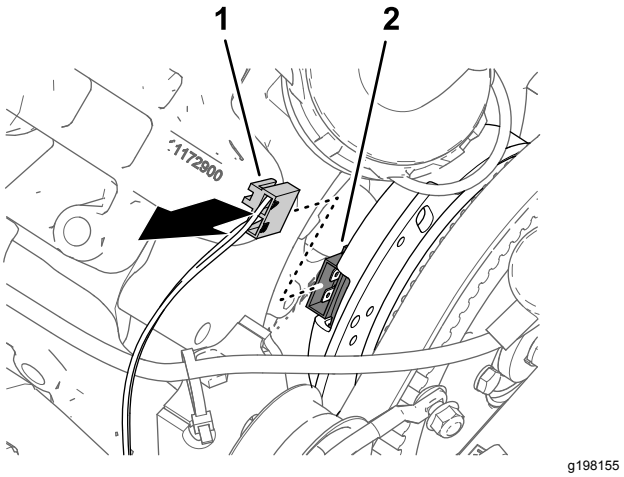

Rysunek 168
1. Odłącz złącze 2-stykowe gniazdowe wiązki przewodów maszyny oznaczone CEWKA POMPY ZRASZANIA od złącza 2-stykowego alternatora (Rysunek 168).